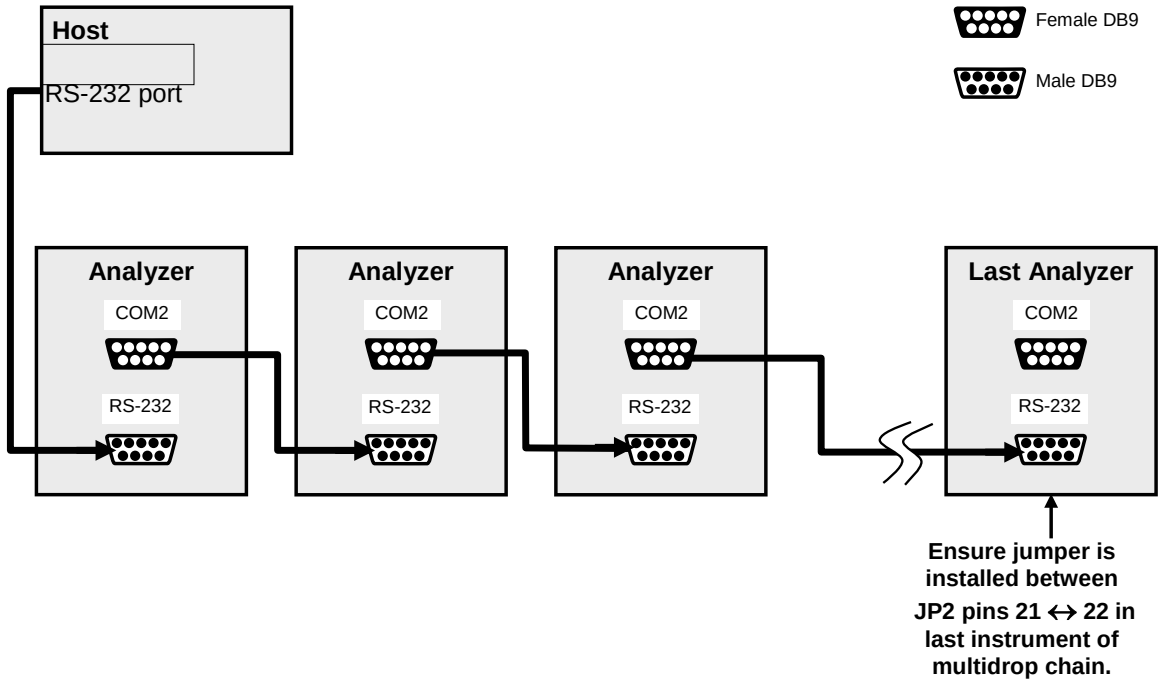

**Figure 3-17: RS-232-Multidrop PCA Host/Analyzer Interconnect Diagram**
5. Referring to Figure 3-17 use straight-through DB9 male → DB9 female cables to interconnect the host RS232 port to the first analyzer's RS232 port; then from the first analyzer's COM2 port to the second analyzer's RS232 port; from the second analyzer's COM2 port to the third analyzer's RS232 port, etc., connecting in this fashion up to eight analyzers, subject to the distance limitations of the RS-232 standard.